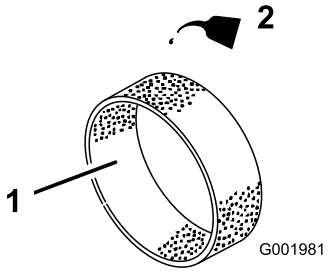

Figur 48
4. Kom ca. 30-60 ml olie på elementet (Figur 48).